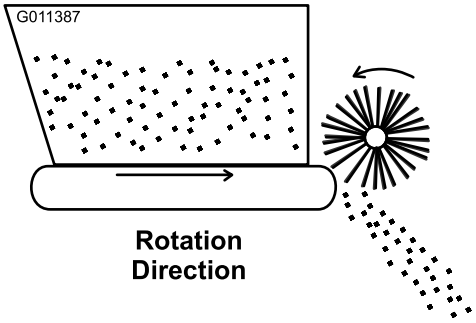

**Figuur 18**
4. Start de motor van het voertuig en test de draaiing van de transporteur en de borstel. Beweeg de hydraulische afstandbedieningshendel van de Workman naar de stand 'draaien'. De draaiing moet eruitzien als op Figuur 18. Als de onderdelen in de tegenovergestelde richting draaien, dienen de snelkoppelaars te worden omgedraaid.